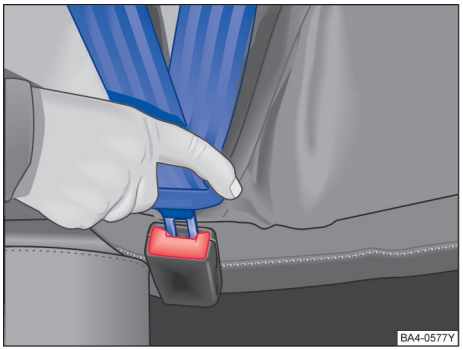

图 32 安全带锁扣和插口
– 将锁舌插入所属座椅的安全锁扣内，下压，直至听到啮合声→ 图 32。安全带锁舌被锁扣锁止。